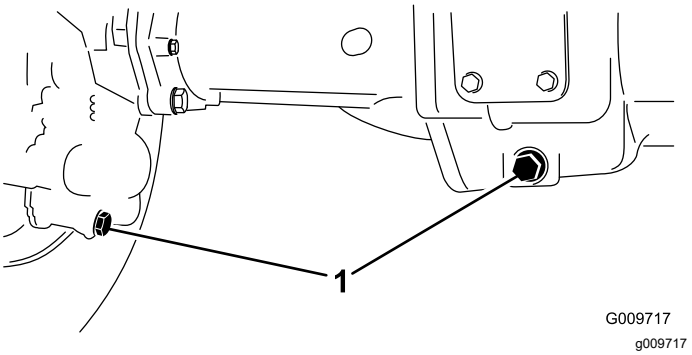

Figur 106
2. Rengjør områdene rundt de tre tappepluggene, én på hver ende og én i midten (Figur 106).